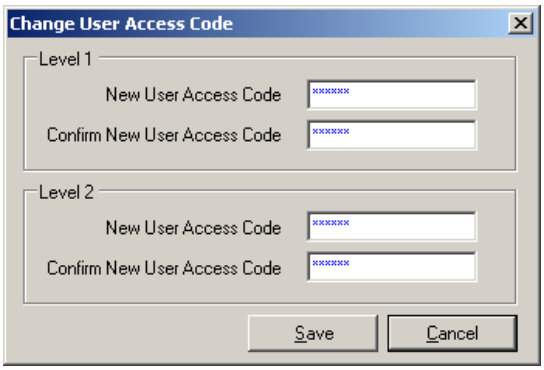

Figure 3-63 Change User Access Code Dialog Screen
1. Select **Utility/Communication/Change User Access Code** from the TapTalk toolbar. TapTalk will display the Change User Access Code dialog screen (Figure 3-63).